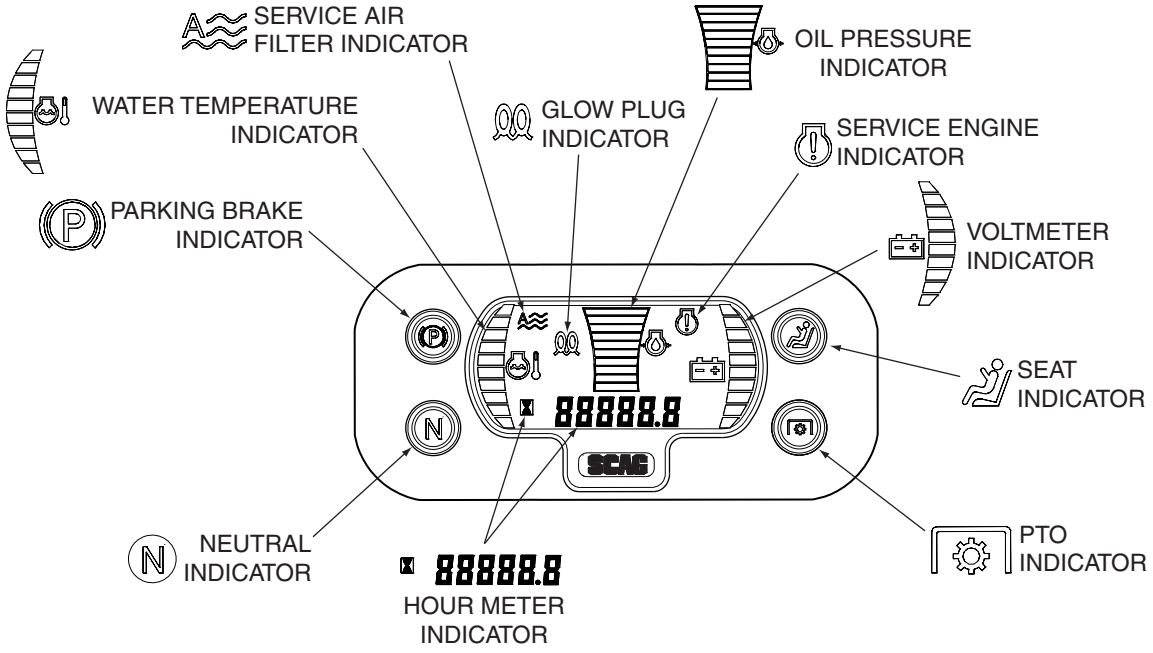

Figure 4-1. Tiger Eye Advanced Monitoring System
1. Service Air Filter Indicator (Figure 4-1). Optional Accessory. Indicates the condition of the engine air filter. Icon will display when it is time to change the air filter.
2. Glow Plug Indicator (Figure 4-1). Used on Diesel Powered Units Only. Indicator turns on when the key switch is turned to the ON position. Glow plug timer will cycle on for approximately 5 seconds as glow plugs preheat. At the end of the cycle, the indicator will turn off. Glow plugs must be preheated before starting the engine.
3. Oil Pressure Indicator (Figure 4-1). Used on Diesel Powered Units Only. Indicates engine oil pressure. Reference the engine operator's manual for further information.
4. Service Engine Indicator (Figure 4-1). Indicates the maintenance reminder for the engine oil change. Has preset maintenance reminder and will start flashing scheduled maintenance 2 hours before preset time and continue flashing until 2 hours after. Automatically resets.
5. Voltmeter Indicator (Figure 4-1). Indicates the condition of the charging system. When the engine is running, in normal operating conditions, the bar graph should be in the 12 to 14 volt range.
6. Seat Indicator (Figure 4-1). Light will illuminate when the operator is in the seat engaging the seat switch.
7. PTO Indicator (Figure 4-1). Light will illuminate when the PTO (mower deck) switch is in the OFF position.
8. Hourmeter Indicator (Figure 4-1). Indicates the number of hours the engine has been operated. It only operates when the engine is running. Will start flashing with the Service Engine Indicator at scheduled maintenance 2 hours before preset time and continue flashing until 2 hours after. Automatically resets.
9. Neutral Indicator (Figure 4-1). Light will illuminate when the steering control levers are in the neutral lock position.
10. Park Brake Indicator (Figure 4-1). Light will illuminate when the park brake is in the engaged (ON) position.
11. Water Temperature Indicator (Figure 4-1). Used on Liquid Cooled Models Only. Indicates the operating temperature of the engine. If the engine temperature exceeds the maximum preset value, the indicator will flash and the Park Brake, PTO, Seat and Neutral indicator lights will flash in an alternating pattern.